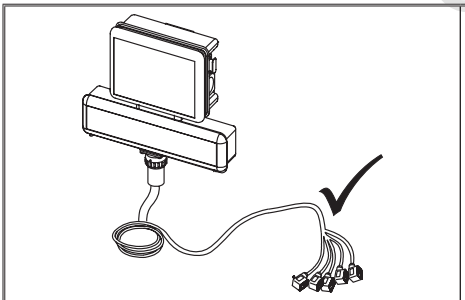

Fig. 3
- branches in the cable runs must ALWAYS be oriented downwards (Fig. 3).